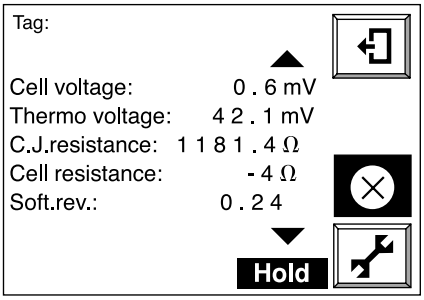

Figura 12.5 Display Dati dettagliati
b. Premendo una volta il tasto ▼, la tensione della cella deve essere indicata nella prima linea (figura 12.5).